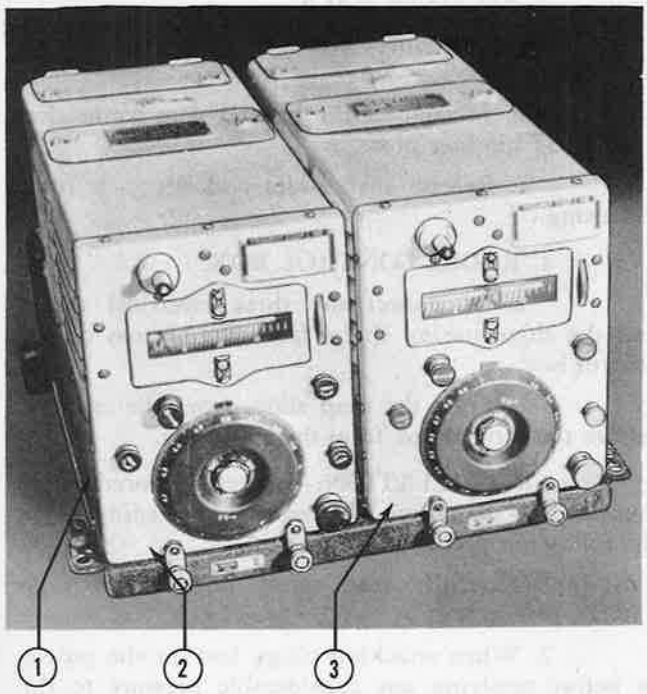

Figure 482—SCR-274-N Transmitters—Front View
1. TRANSMITTERS BC-457-( ) and BC-458-( ).—Two transmitters (figures 482 and 483) with ranges of 4.0 to 5.3 megacycles and 5.3 to 7.0 megacycles respectively, are mounted on the upper forward radio shelf, in the radio operator's compartment, above the command set receiver. Each transmitter contains a separate set of master-oscillator, RF-power-amplifier, and resonance indicator tubes and associated circuits, but each unit depends for its high-voltage dc and its modulating voltages on a common modulator and dynamotor, and for its entire remote control on a common radio control box. On the front panel of each transmitter, below the calibrated window, is located an "ANT. COUPLING" knob and lock which controls the amount of coupling of the antenna coupling coil. An "ANT. INDUCTANCE" knob and lock is located to the right of the calibrated window. This knob varies the inductance of the inductor in the antenna circuit and is the only antenna tuning control. An antenna binding post is located on the upper left-hand corner of each panel; the frequency control knob and lock is
4. TRANSMITTER RACK FT-226-( ). — Rack FT-226-( ) (1, figure 482), used for transmitter BC-457-( ) and BC-458-( ), contains two ground binding posts and circuits interconnecting the modulator unit with the transmitters and the antenna relay unit.